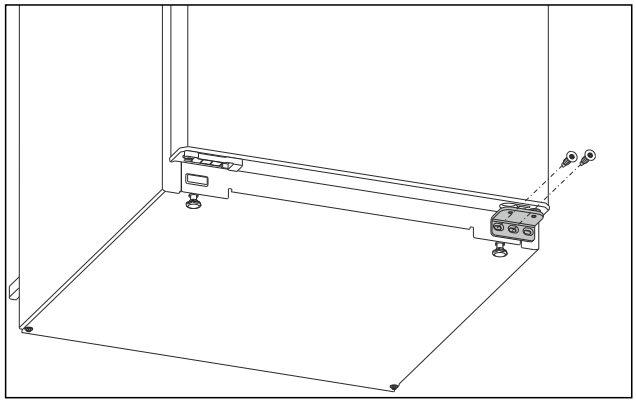

Fig. 6
▶ Deșurubați și scoateți șurubul din mijloc de la suportul de lagăr inferior cu șurubelnița Torx 20. *Fig. 6 ()*
▶ Deșurubați și scoateți șurubul din interior de la suportul de lagăr inferior cu șurubelnița Torx 20. *Fig. 6 ()*